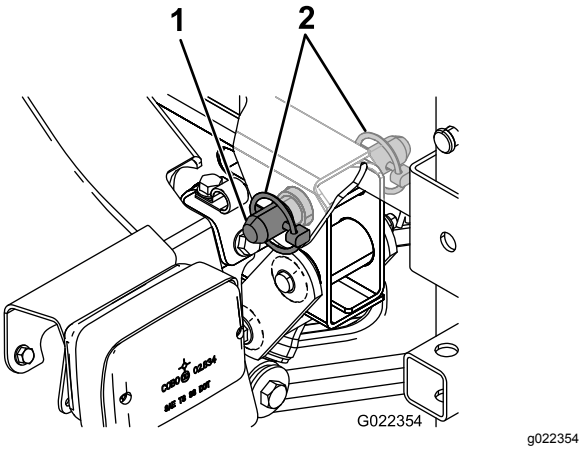

Figur 11
6. Rett inn svinghengslen på baksiden av tanken og gliderammen, med åpningen ved enden av kjøretøyrammen (Figur 11).
7. Monter en kileformet splittpinne og to ringstifter på svinghengselen for å feste tankenheten på rammen (Figur 11).